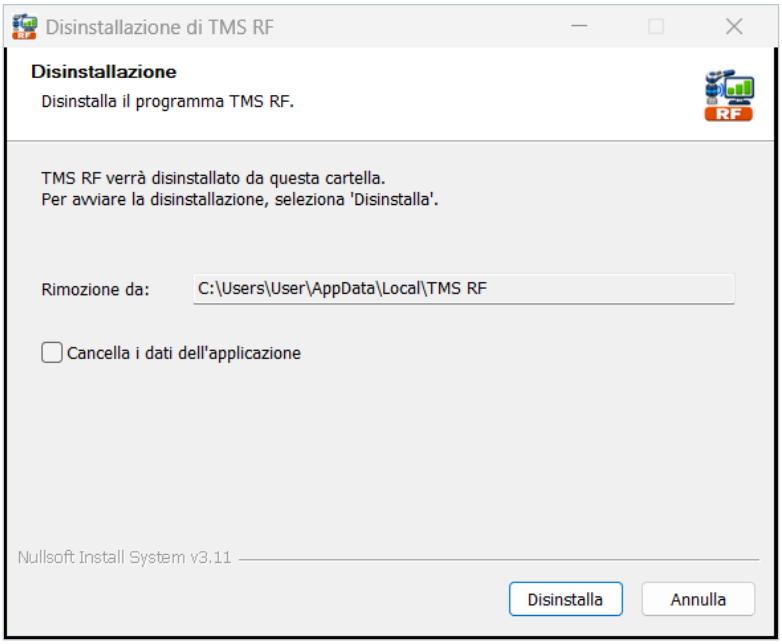

Figura 17-2 Disinstallazione di TMS RF
4. Viene visualizzata la finestra «Disinstallazione di TMS RF» (Figura 17-2). Per conservare i dati, non selezionare «Cancella i dati dell'applicazione».